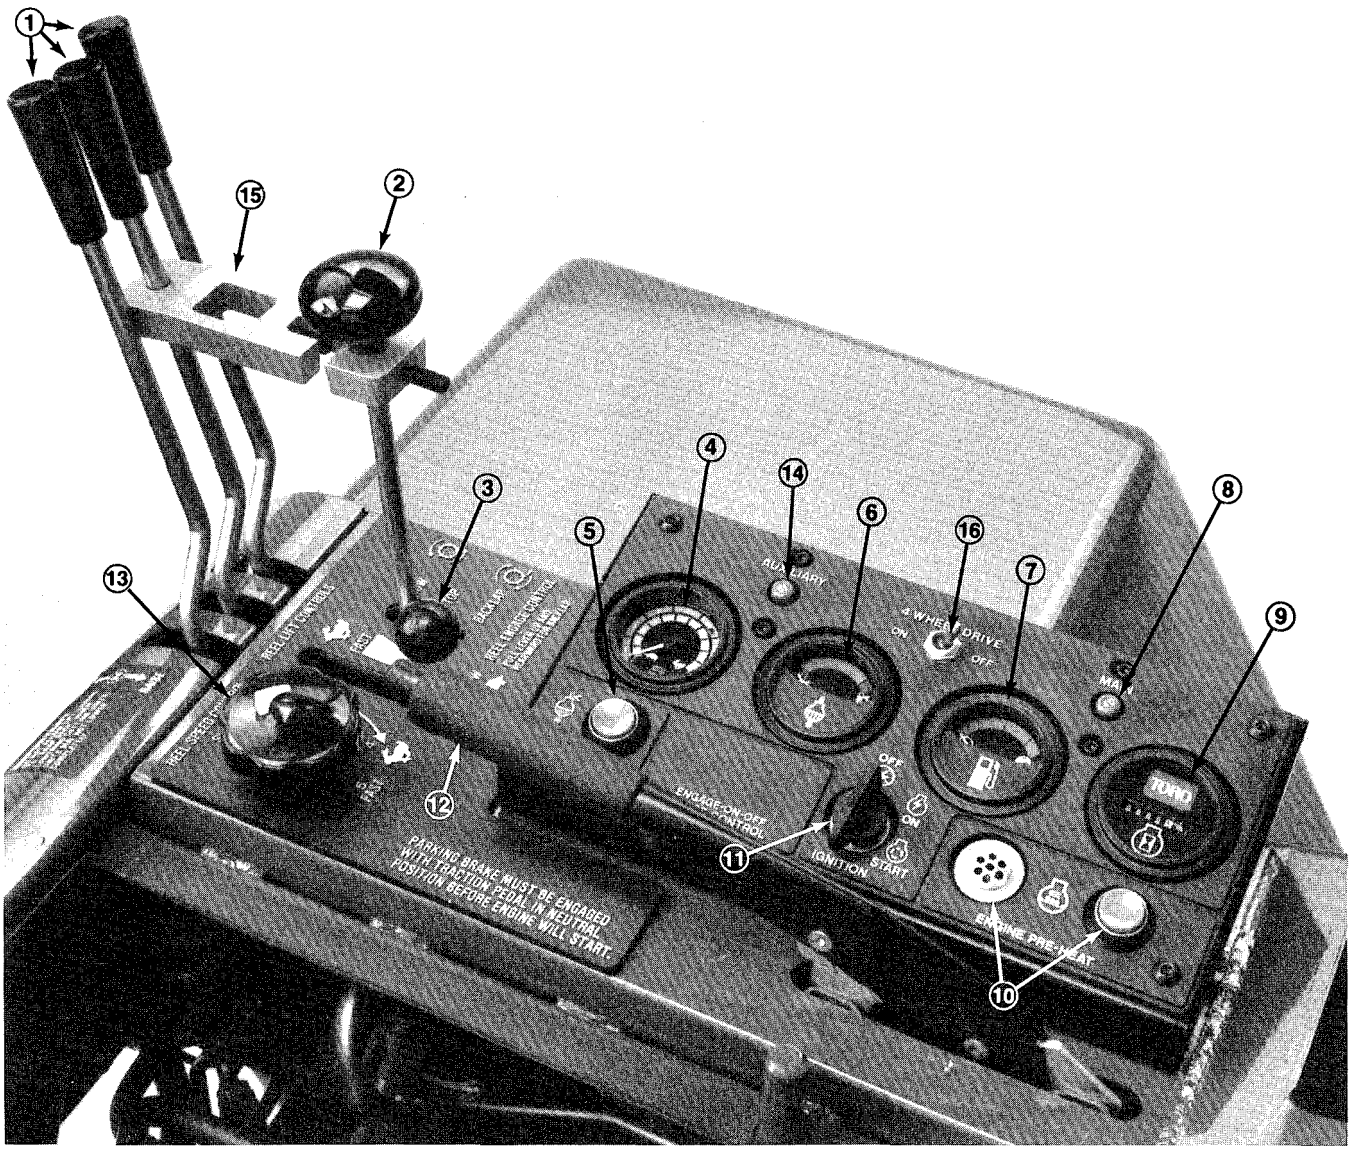

Figure 11
Cutting Unit Lift Controls (Fig. 11) – The two outside levers raise and lower the two outside cutting units. The center lever raises and lowers the two front and the center cutting units. Engine must be running to lower cutting units. When cutting units are lifted, reels automatically stop. Do not allow levers to snap–back to neutral, or cutting units may not float freely.
Speedometer (Fig. 11) – Indicates ground speed of machine. Use in conjunction with the ground speed limiter and reel speed control to achieve appropriate rate of clip.
Cross Cut Link (Fig. 11) – Used in conjunction with center cutting unit lift lever and Mow/Backlap lever when cross cutting turf.
Coolant Temperature Gauge (Fig. 11) – Indicates temperature of system coolant.
Engine Override Button (Fig. 11) – When button is depressed, engine can be operated after it has over heated and automatically been stopped by the electrical safety system. Use only for short intervals.
Fuel Level Gauge (Fig. 11) – Indicates amount of fuel in tank.
Circuit Breakers (Fig. 11) – The main circuit breaker (40 amp) protects the main engine electrical circuits and options, such as headlights. The auxiliary breaker (10 amp) protects wiring for the indicator lights, switches and so forth. Push button to reset breakers.
Hour Meter (Fig. 11) – Indicates total hours that machine has been operated.
Engine Preheat Indicator (Fig. 11) – Burns brightly when glow plugs are heated sufficiently.
Engine Preheat Switch (Fig. 11) – For cold starts, push and hold switch until indicator glows brightly.
Key Switch (Fig. 11) – Three positions: OFF, ON and START. Rotate key to START and release key when engine begins running. To stop engine, rotate key to OFF.
Parking Brake Lever (Fig. 11) – Pull lever up to lock brake. To release brake, pull up on lever, press button and lower lever. Brake must be engaged to start engine. Always engage parking brake before getting off seat.
Mow–Backlap Lever (Fig. 11) – Move lever forward to engage cutting units. Move lever to the center to stop the cutting units. To backlap cutting units, lift lever over stop and hold in the rear position.
Reel Speed Control (Fig. 11) – Rotate knob clockwise to increase reel speed, counter–clockwise to decrease speed. Use in conjunction with the ground speed limiter to achieve appropriate rate of clip.
Throttle Control (Fig. 11) – Move control forward to increase engine speed, backward to decrease speed.
4 Wheel Drive Switch (Fig. 11) – (4 wheel drive model only) Move switch forward to engage 4 wheel drive. Move switch to rear position to disengage 4 wheel drive.
1. Sit on the seat, keep foot off traction pedal. Assure parking brake is engaged (Fig. 11). Traction pedal and mow/backlap lever must be in neutral.
2. If engine or air temperature is below 45° – 50° F (7° – 10° C), press and hold engine preheat switch in until indicator burns brightly (Fig. 11). Then release switch and proceed to step 3 to start engine.
3. Move throttle to SLOW and turn ignition key to START (Fig. 11). Release key when engine starts.